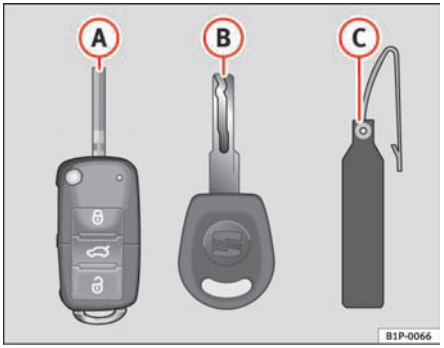

Fig. 62 Set of keys
- one remote control key ⇒ fig. 62 (A) with folding key bit,
- one key without remote control (B),
- one key tab (C) with the key number.
Spare keys cannot be issued without the key number on the key tab ⇒ fig. 62 (B). Therefore:
– Use both keys that have been delivered with the vehicle ⇒ page 97, fig. 62, the key fitted with the remote control (A) and the normal key (B).